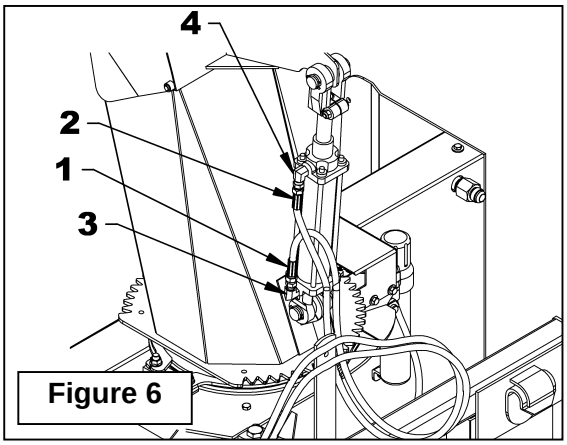

Figure 6
7. **Figure 6:** Apply thread sealant on each hose male part (items 1-2) and screw in the cylinder 90° elbows (items 3-4).